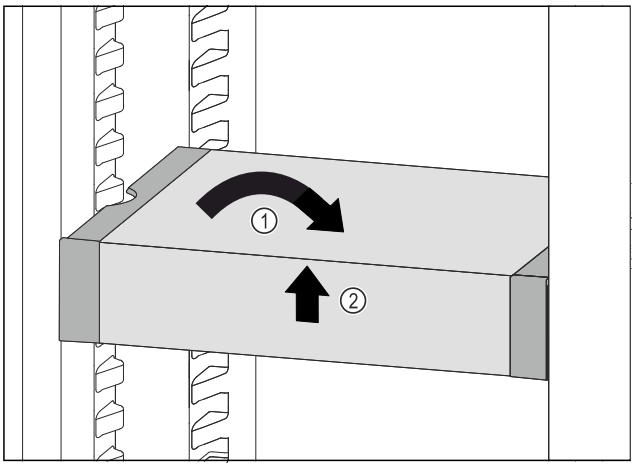

Fig. 109
▶ Novietojiet taisni VarioSafe. *Fig. 109 (1)*
▶ Paceliet priekšā VarioSafe. *Fig. 109 (2)*